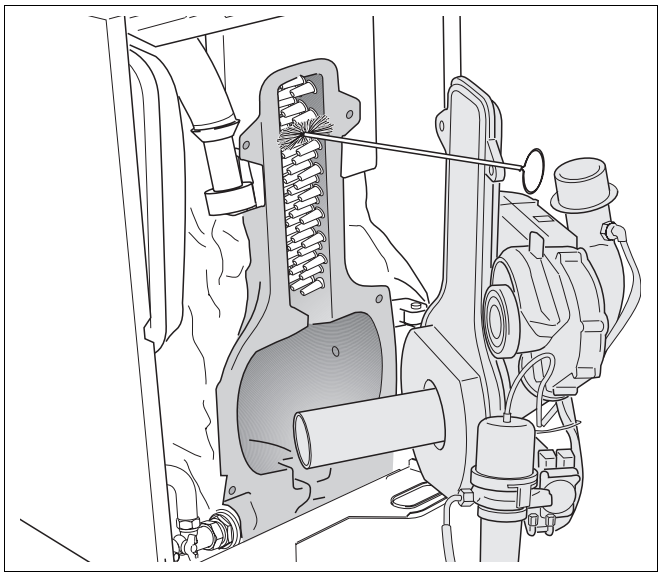

Abb. 70 Heizflächen im Feuerraum reinigen
- Heizgaszüge säubern durch waagerechte Bewegungen mit der Reinigungsbürste (Abb. 70).